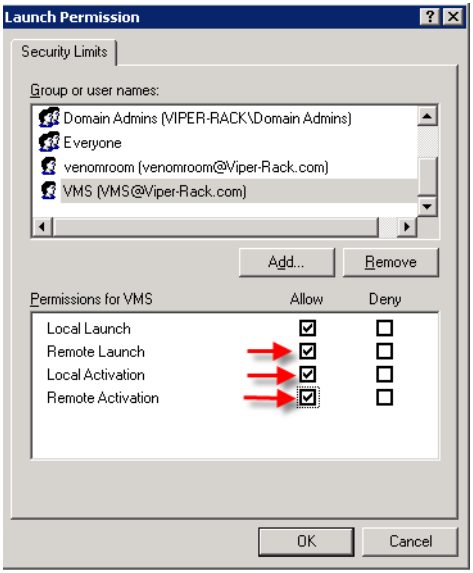

Figure 2-30 Launch Permissions with New User
7. Click on **OK**. The Launch Permissions window will display the new user highlighted. Check all of the **Allow** boxes as shown in figure 2-30, then click the **OK** button.